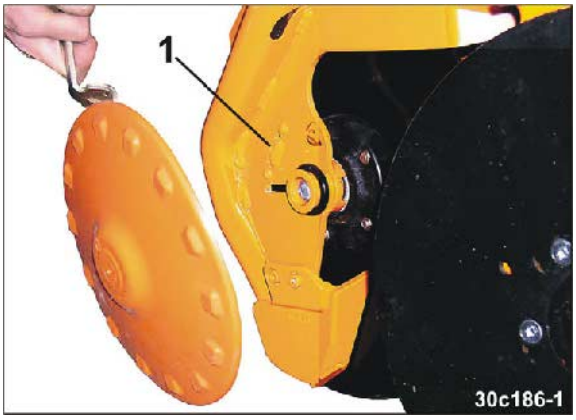

**Fig. 159**
1. Tournez la poignée au delà de la position d'enclenchement (Fig. 159/1) et retirez le disque en plastique du Rollsoc.